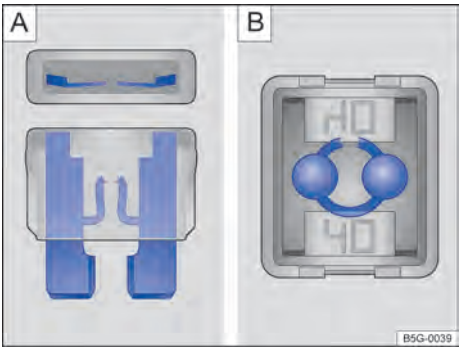

Fig. 172 Fusível queimado: A: fusível plano, B: fusível de bloqueio.
- Um *fusível plano (ATO®, MINI®)* queimado é reconhecido de cima ou de lado pela carcaça transparente nas faixas metálicas derretidas ⇒ Fig. 172 **A**.
- Um *fusível de bloqueio (JCASE®)* queimado é reconhecido pelas faixas metálicas derretidas por cima da carcaça transparente ⇒ Fig. 172 **B**.